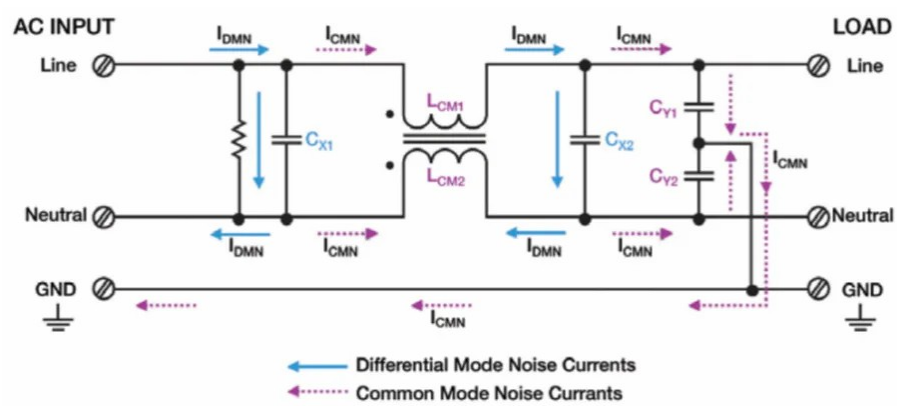

Figure 2: AC Filter Primary Sketch (medium.com)
At the input of our system , whether it is connected to home mains plug or to high power three phased charging station, the input can present some imperfections.Radiated EMI from other components can also be picked up on power cabling, adding to conducted levels. The system can experience at its input mainly two types of Electromagnetic interference (EMI) which are Differential Mode (DM) and Common Mode (CM) Noise.(Figure 2)